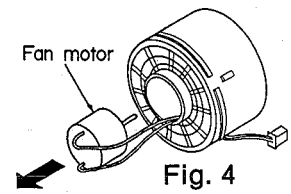

Fig. 4
4. Remove the motor from the fancasing. (Refer to Fig. 4)